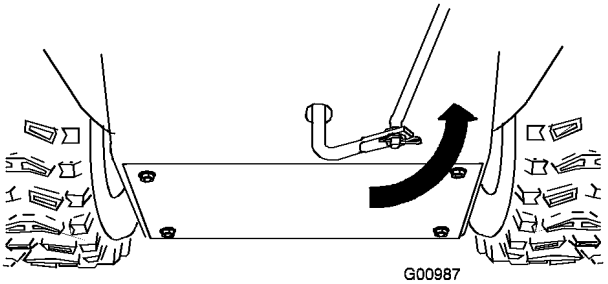

Figur 7
5. Vrid den nedre länkarmen helt uppåt (motsols) (Figur 7).